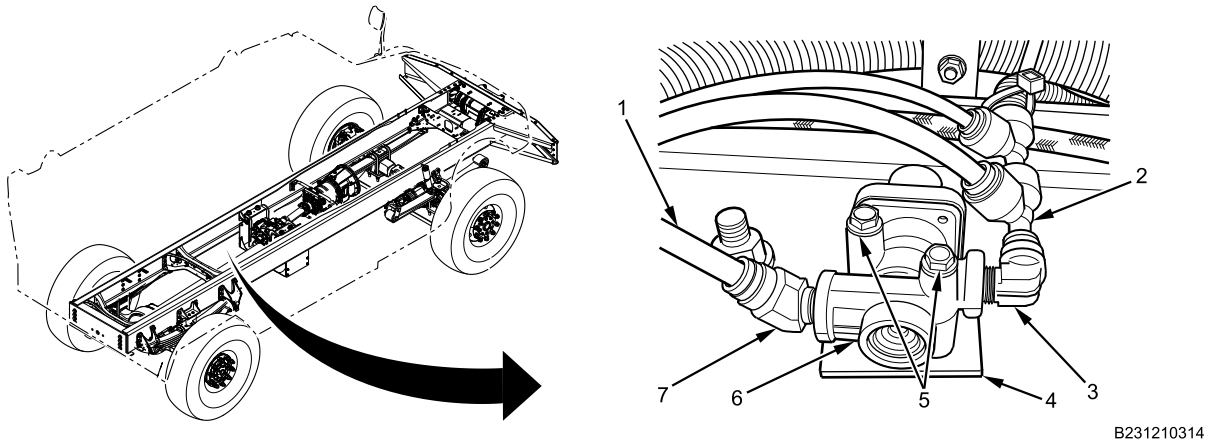

Figure 1. Pressure Protection Valve.
1. Disconnect air line (Figure 1, Item 1) from pressure protection valve fitting (Figure 1, Item 7).
2. Disconnect air line manifold (Figure 1, Item 2) from pressure protection valve fitting (Figure 1, Item 3).
3. Remove pressure protection valve fittings (Figure 1, Item 3 and 7) from pressure protection valve (Figure 1, Item 6).
4. Remove pressure protection valve mounting bolts (Figure 1, Item 5) from pressure protection valve (Figure 1, Item 6) and bracket (Figure 1, Item 4) and remove valve.